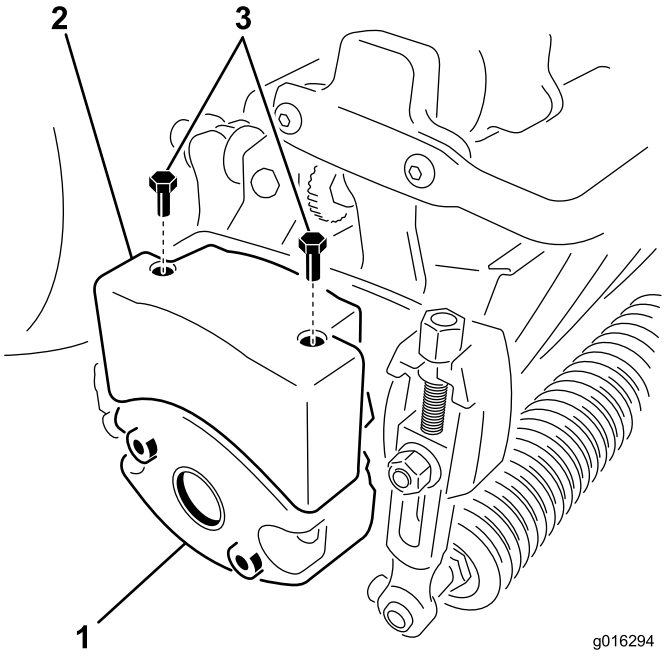

Figure 11
4. Retirez les 2 boulons de fixation de la masse à sur le côté gauche du plateau de coupe (Figure 11).
6. Montez la masse supérieure sur la masse du plateau de coupe avec 2 vis à tête hexagonale (Figure 11).